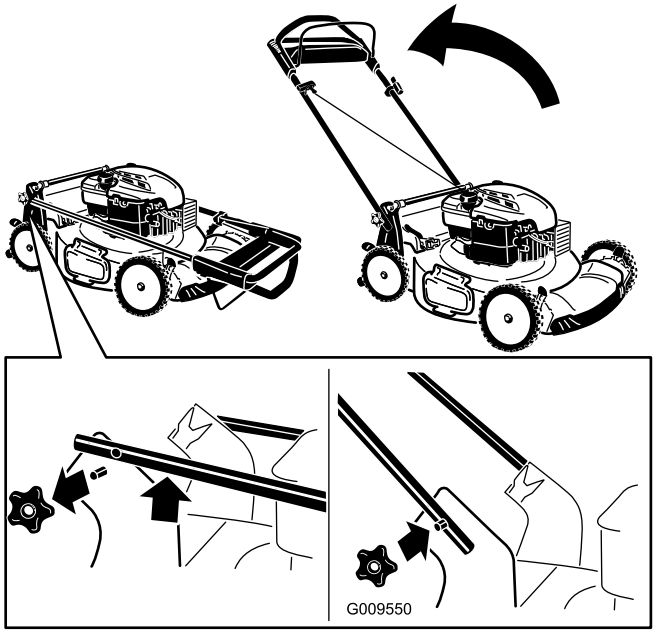

Figura 3
1. Staccate le manopole della stegola dalla scocca della macchina (Figura 3).